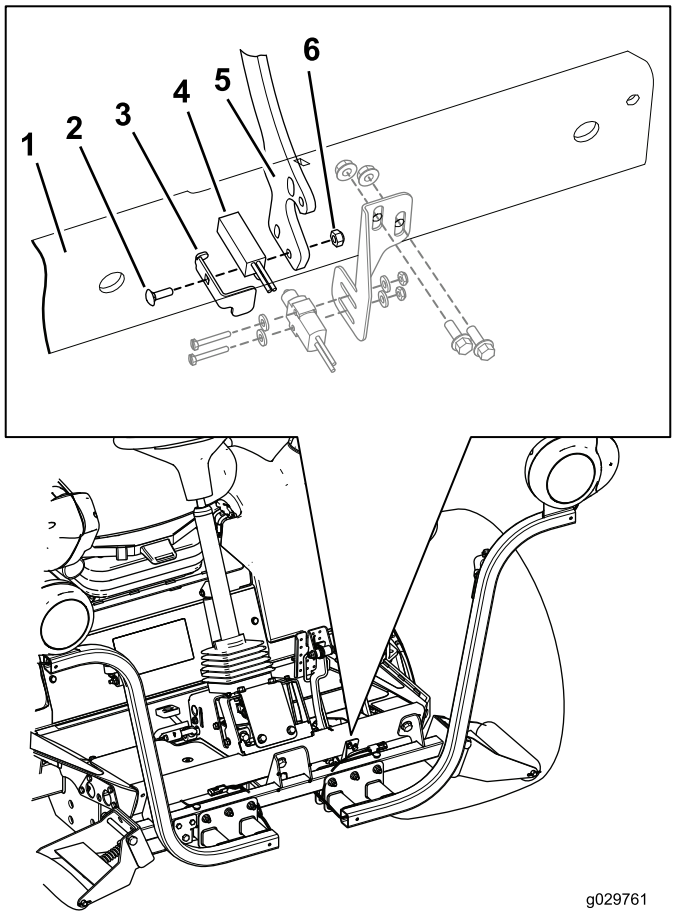

Bild 16
1. Nehmen Sie den Initiatorsensor am Bremspedalhebel (Bild 16) ab und legen alle Teile (außer dem Initiatorsensor) zur Seite.
2. Befestigen Sie den Initiatorsensor mit der Schlossschraube (Nr. 10 x 5/8"), mit der Bremsensensorplatte, dem Initiatorsensor und der Sicherungsmutter (Nr. 10) am Bremshebel, wie in Bild 16 abgebildet.